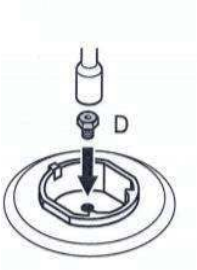

Figura 7.2
Instale el inyector (D) que desea convertir como se muestra en la Figura 7.2 (ver Tabla 1 al final de este manual).